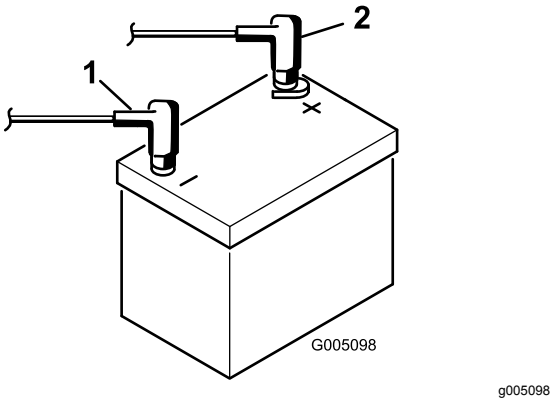

**Figuur 7**
9. Bevestig de pluskabel (rood) aan de pluspool (+) van de accu en vervolgens de minkabel (zwart) aan de klem van de minpool (-) van de accu en zet deze vast met behulp van de bouten en moeren (Figuur 7). Schuif het rubberen stofkapje over de pluspool om eventuele kortsluiting te voorkomen.